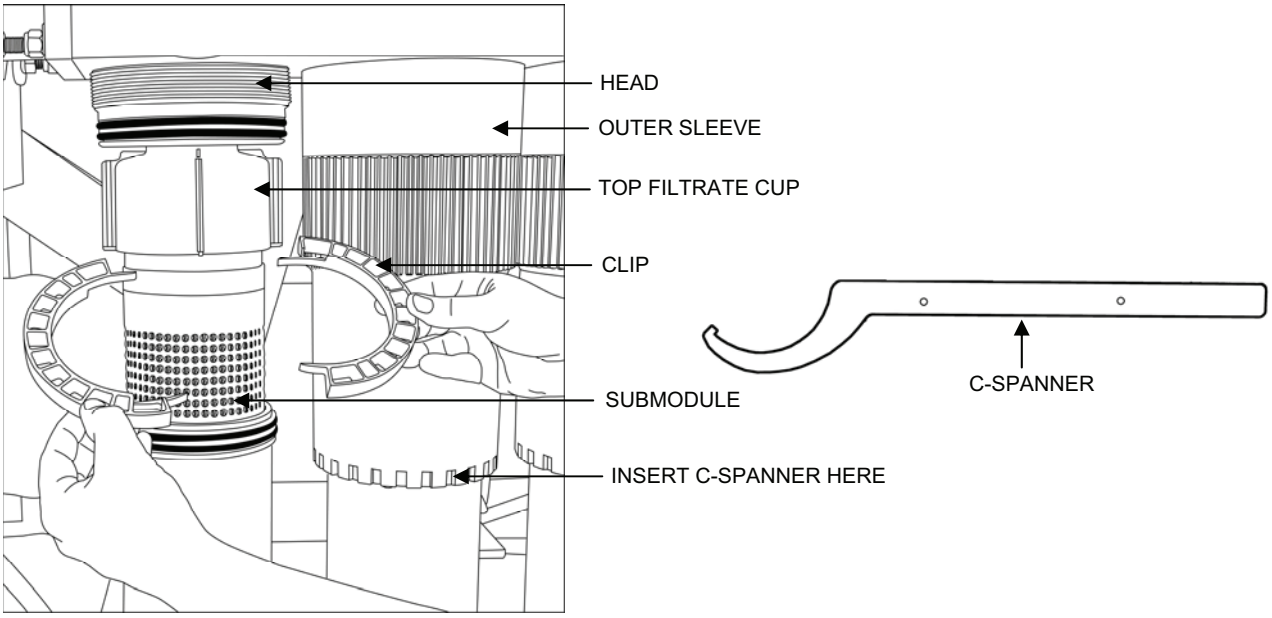

Figure 1. MF Module Sleeve and Upper Clip Removal.
c. Remove the clips from the submodule (Figure 1).